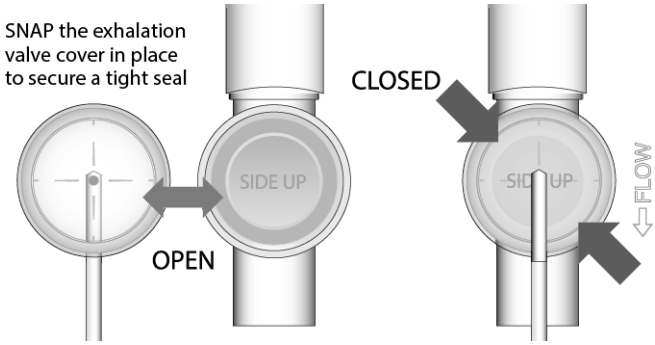

**Figure D-3 Closing Exhalation Valve Cover**
3. Carefully re-seat the silicone diaphragm in the exhalation valve seat. Tap around the silicone diaphragm lightly to ensure that kinks do not develop when closing the exhalation valve. See Figure D-3.